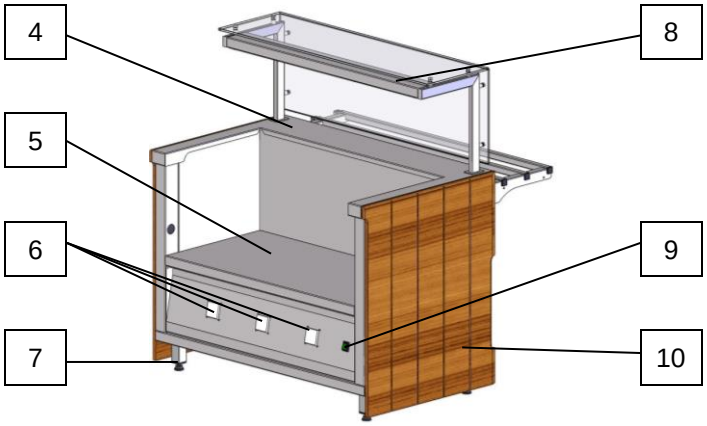

Рисунок 2. Вид прилавка со стороны продавца.
Для включения подсветки следует включить переключатель (9) (см. рис.2). При включении загорается подсветка кнопки переключателя.